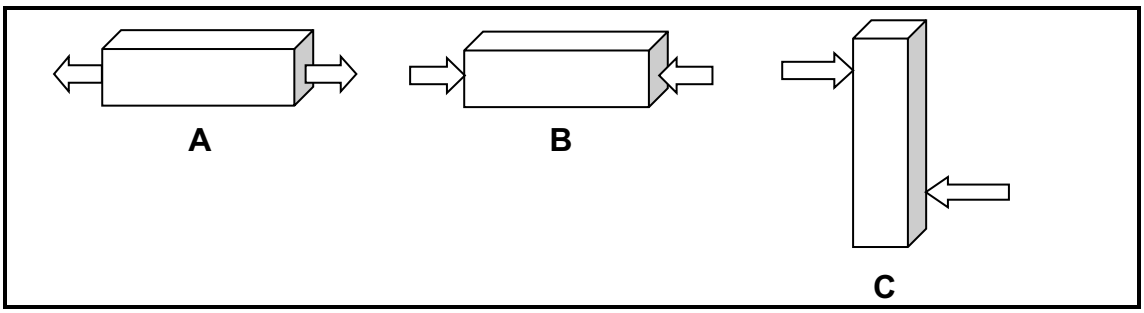

FIGURE 1
Identify the types of forces acting on each of the structures in FIGURE 1 by writing only the answer next to the letter (A–C) in the ANSWER BOOK. (3 × 1) (3)
1.3 Make a neat, labelled sketch of a cantilever retaining wall. (6)